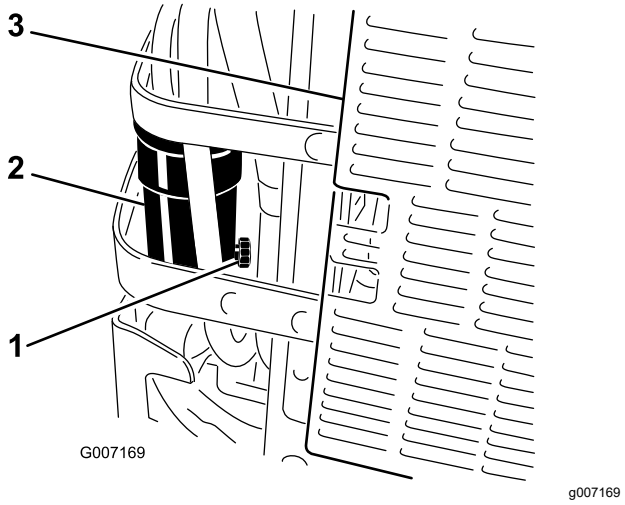

Rysunek 66
5. Aby spuścić wodę i inne zanieczyszczenia, odkręć zawór spustowy separatora wody o około 1 obrót (Rysunek 66).
6. Zamknij zawór spustowy dopiero, gdy zacznie wypływać sam olej napędowy (Rysunek 66).